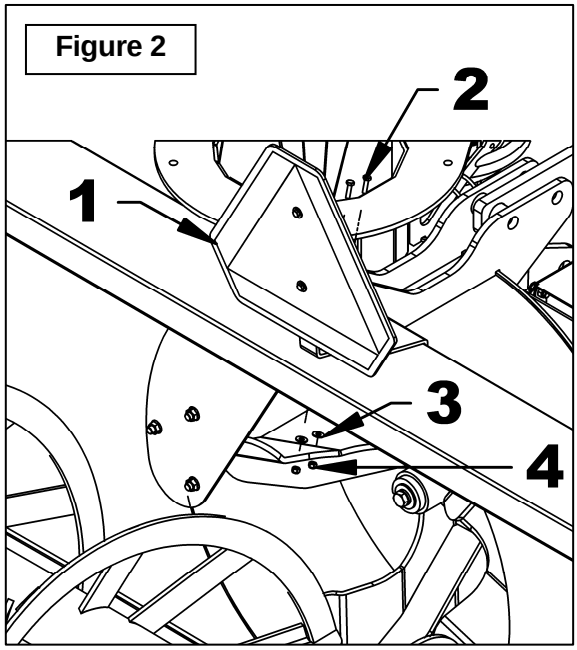

Figure 2
2. **Figure 2:** Réinstaller le support de panneau (item 1) sur la souffleuse, tel qu'indiqué sur la figure, avec les deux boulons 1/4"NC x 1", rondelles plates 1/4" et écrous à bague de nylon 1/4"NC (items 2-3-4).